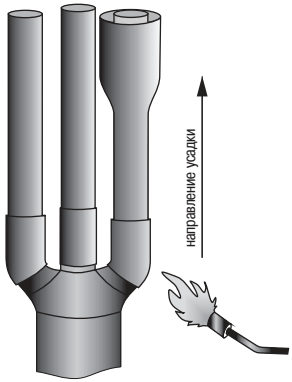

Рисунок 10
4.15 Н деть н к ждую жилу трекингостойкую трубку т ким обр зом, чтобы нижний кр й трубки з ходил н п лец перч тки до упор и ус дить, н чин я с основ ния п льцев. После ус дки по торц м трубок должен быть виден выступивший р спл вленный клей (рисунок 10).